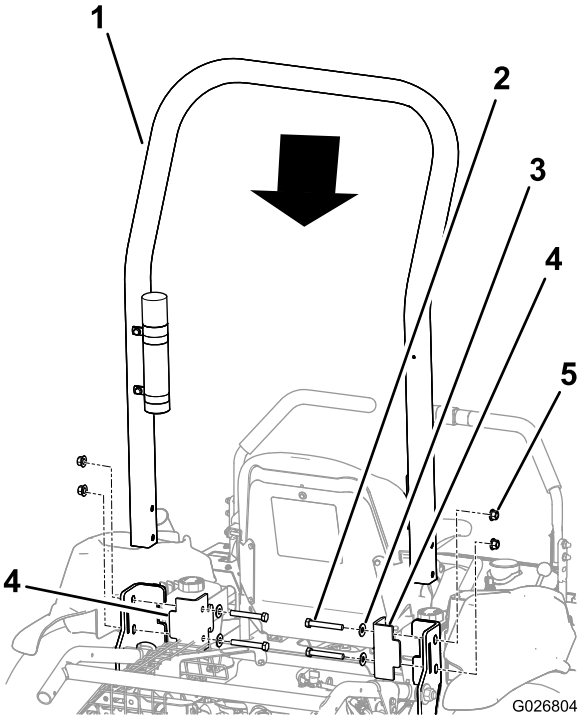

Figur 6
2. Plasser veltebøylen på maskinen som vist i Figur 6.